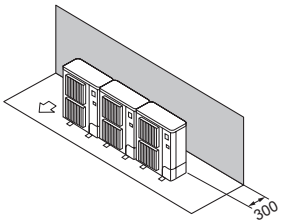

Fig. 2-13
① Hindernisse nur auf der Rückseite (Fig. 2-13)